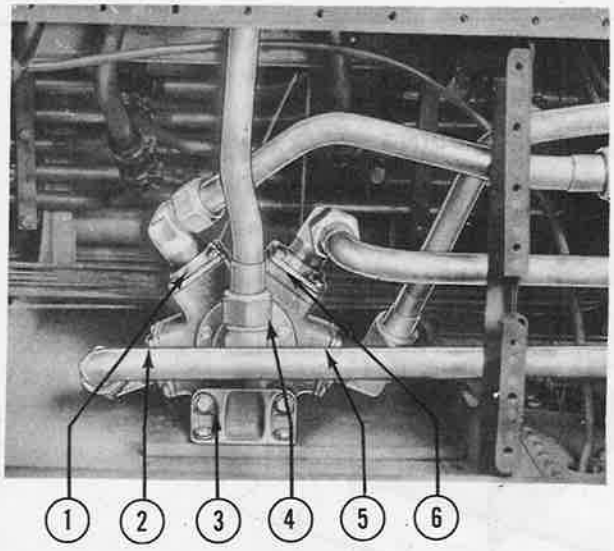
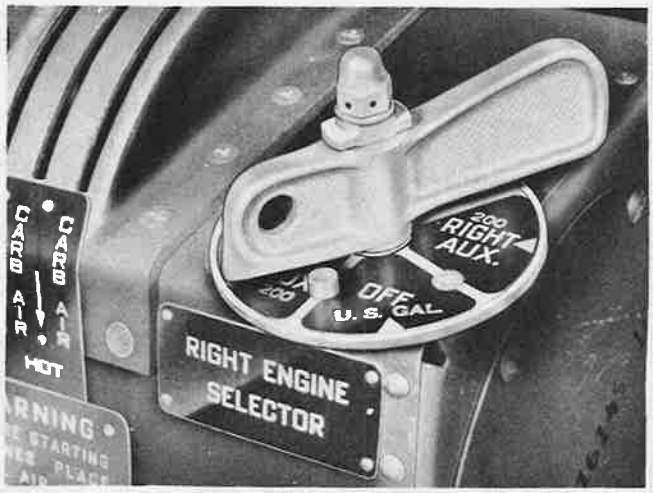

Figure 293—Tank Selector Valve Installed
Figure 294—Selector Valve Control
(1) DESCRIPTION. – The fuel tank selector valves (figure 293) are four-way valves mounted on the forward face of the front spar on each side of the airplane center line. The valves are operated through cables and pulleys by two handle and dial controls (figure 294) on the engine control pedestal in the pilots' compartment. Fuel may be supplied from any tank to either engine by use of these valves.
(2) REMOVAL.
(f) Disconnect all the lines from the selector valve. (See figure 293.)
(h) To remove the selector valve only, disconnect the lines and unscrew the nuts from the two long bolts holding the valve to the small attach bracket (3, figure 293) at the bottom of the valve. Take out the two bolts holding the small attach bracket (3, figure 293) and the valve will be free to drop down. This is
(a) If the selector valve is leaking, look for the worn gaskets around the valve ports (1, 2, 5, and 6, figure 293) and around the cover plate (4, figure 293). If parts are available, gaskets may be replaced. Otherwise, the entire unit should be replaced and unsatisfactory unit forwarded for overhaul.
(e) When the cables have been connected and the control in the pilots' compartment (figure 294) is adjusted correctly, safety the cable turnbuckles.